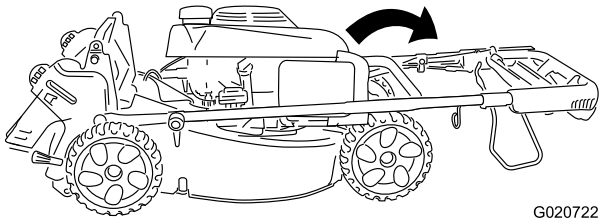

Bild 4
2. Schieben Sie den oberen Bügel vorsichtig nach vorne, bis die Bügelhälften ausgerichtet sind und eng anliegen, wie in Bild 4 dargestellt.